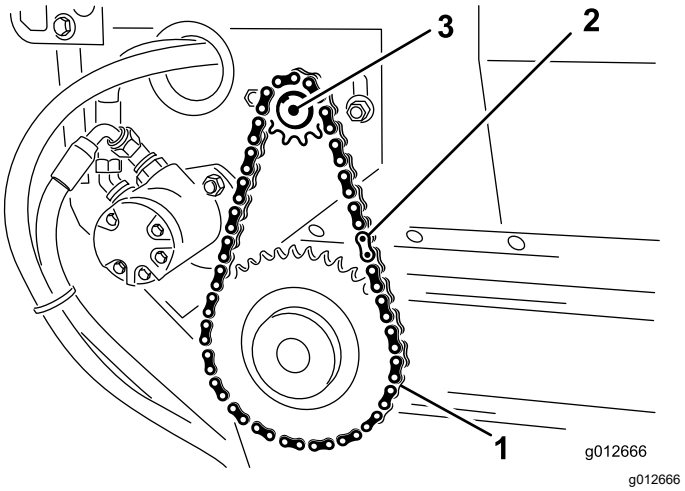

**Figur 38**
1. Montera kedjan på det lilla drevet och fäst kedjan med huvudlänken (Figur 38).